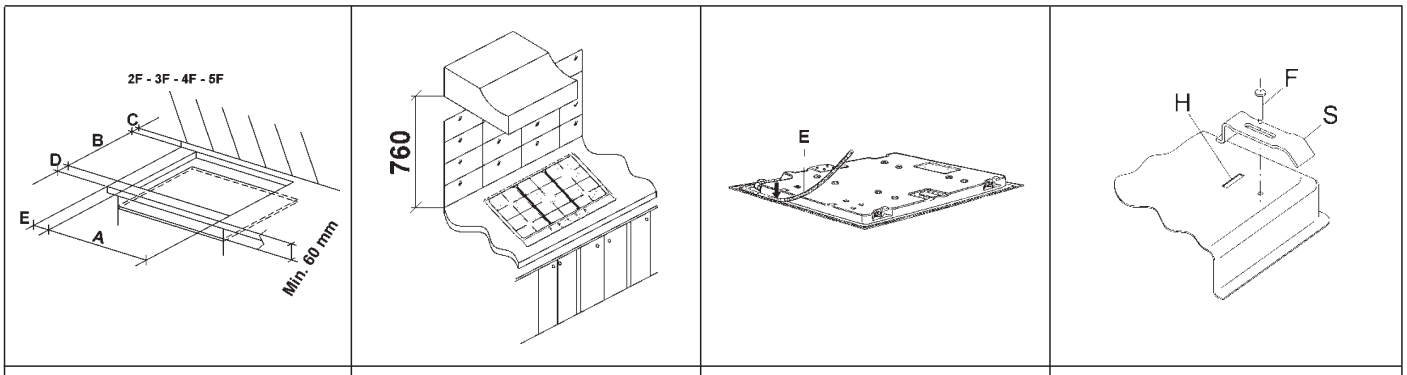

FIG. 7	FIG. 8	FIG. 9	FIG. 10
Lag en åpning for innfelling av komfyrtoppen i overflaten på skapmøbelet, med dimensjoner som er oppgitt i fig. 7, og pass på å respektere avstandene mellom komfyrtoppen, sideveggene, bakveggen og taket (se fig. 7 og 8).
- For å unngå mulig uønsket kontakt med overflaten på den oppvarmede komfyrtoppdelen når denne er i bruk, må du anvende et skille i tre, blokkert med skruer i en minimumsavstand på 60 mm fra toppen (fig. 7).